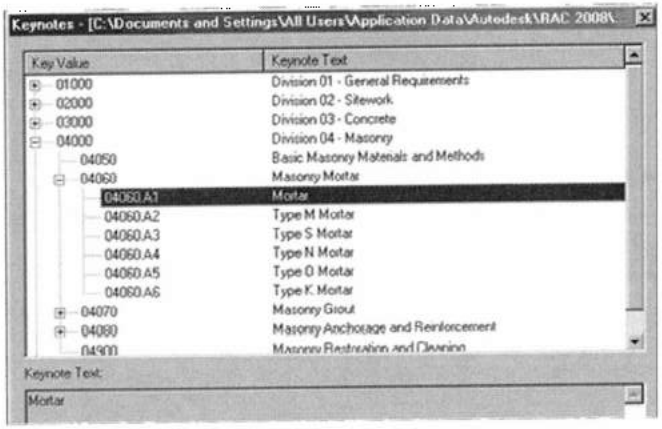

Рис. 33.9. *Таблица ярлыков*
- **View** (Вид) – просмотр ярлыков в боксе **Keynotes** (рис. 33.9).
Установка ярлыка для элемента. Ярлык применяется к целому элементу – стене, компоненту узла, двери и т. д. Перед размещением ярлыка должна быть подключена необходимая таблица ярлыков (см. рис. 33.9), как было описано выше. Далее выполняется следующая процедура: